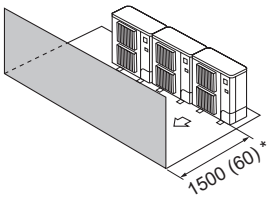

Fig. 2-14
(3) Obstacles uniquement à l'avant (Fig. 2-14)